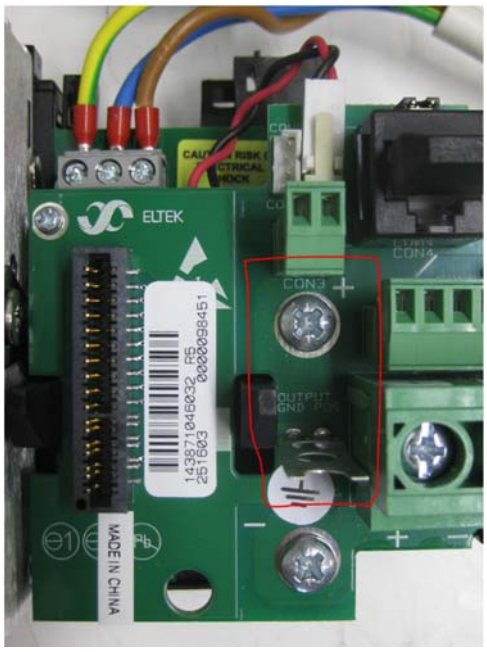

Figure 22. Grounding Leg
2.1.1 The Earth tab must be isolated from the positive pin as shown in Figure 22. Grounding Leg and left standing free.